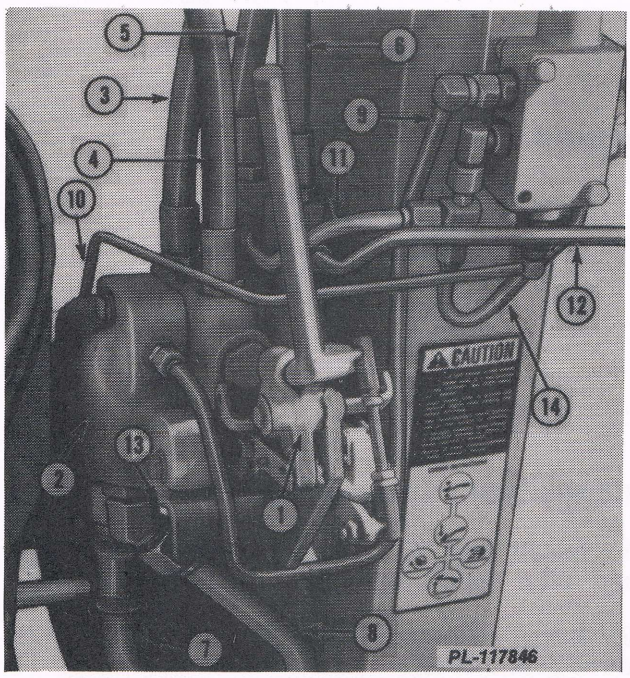

Fig. 3
2. Disconnect loader linkage (1, Fig. 3) from valve bank (2).
3. Remove the following tubes and hoses (Refer to Fig. 3):
a. Boom cylinder lower hose (3)
b. Boom cylinder raise hose (4)
c. Bucket cylinder dump hose (5)
d. Bucket cylinder retract hose (6)
e. Return hose (7)
f. Loader pressure tube (8)